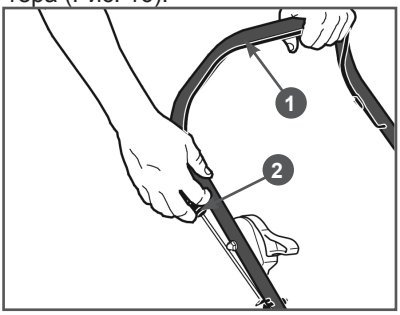

Рис. 16 Запуск двигателя
3. Встаньте позади газонокосилки. Левой рукой нажмите на рычаг 1 остановки двигателя и удерживайте его, а правой рукой возьмите ручку 2 стартера (Рис. 16).
3. Отпустите рычаг 1 остановки двигателя (Рис. 16).